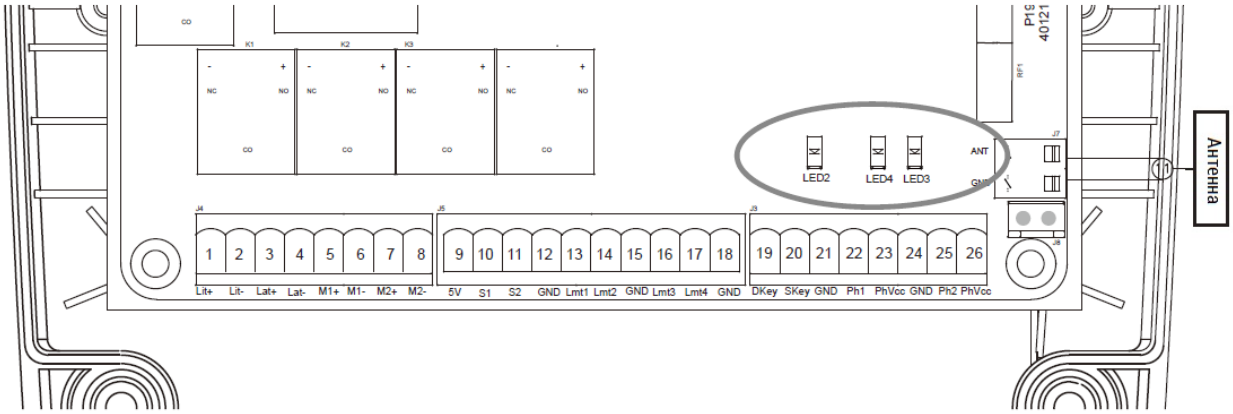

Рис. 1(1)
Привод (M+, M-) См. Рис. 1(1)
Заранее приготовьте все провода и, используя их, подключите электродвигатели и сопутствующие устройства в Блоке управления, как показано на Рис. 1(1).
3) Фотоэлементы: См. Рис. 1(1)